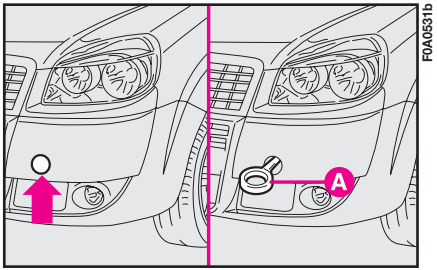

fig. 46
2) Enlever le volet sur le pare-chocs, en s'aidant d'un tournevis placé au point indiqué par la flèche **fig. 46**.
3) Visser à fond le crochet **A-fig. 46** sur l'axe fileté.